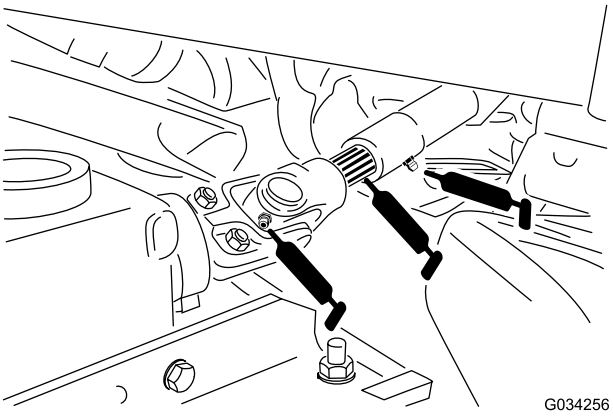

Figuur 39
- Universele aftakas (Figuur 39)